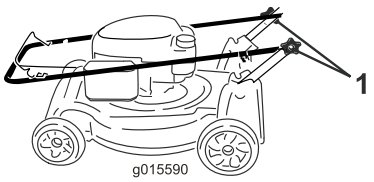

Figuur 33
1. Draai de knoppen van de handgreep los totdat u het bovenste deel van de handgreep vrij kunt bewegen (Figuur 33).
1. Handgreepknoppen (2)
2. Beweeg de handgreep naar voren zoals word getoond in Figuur 33.